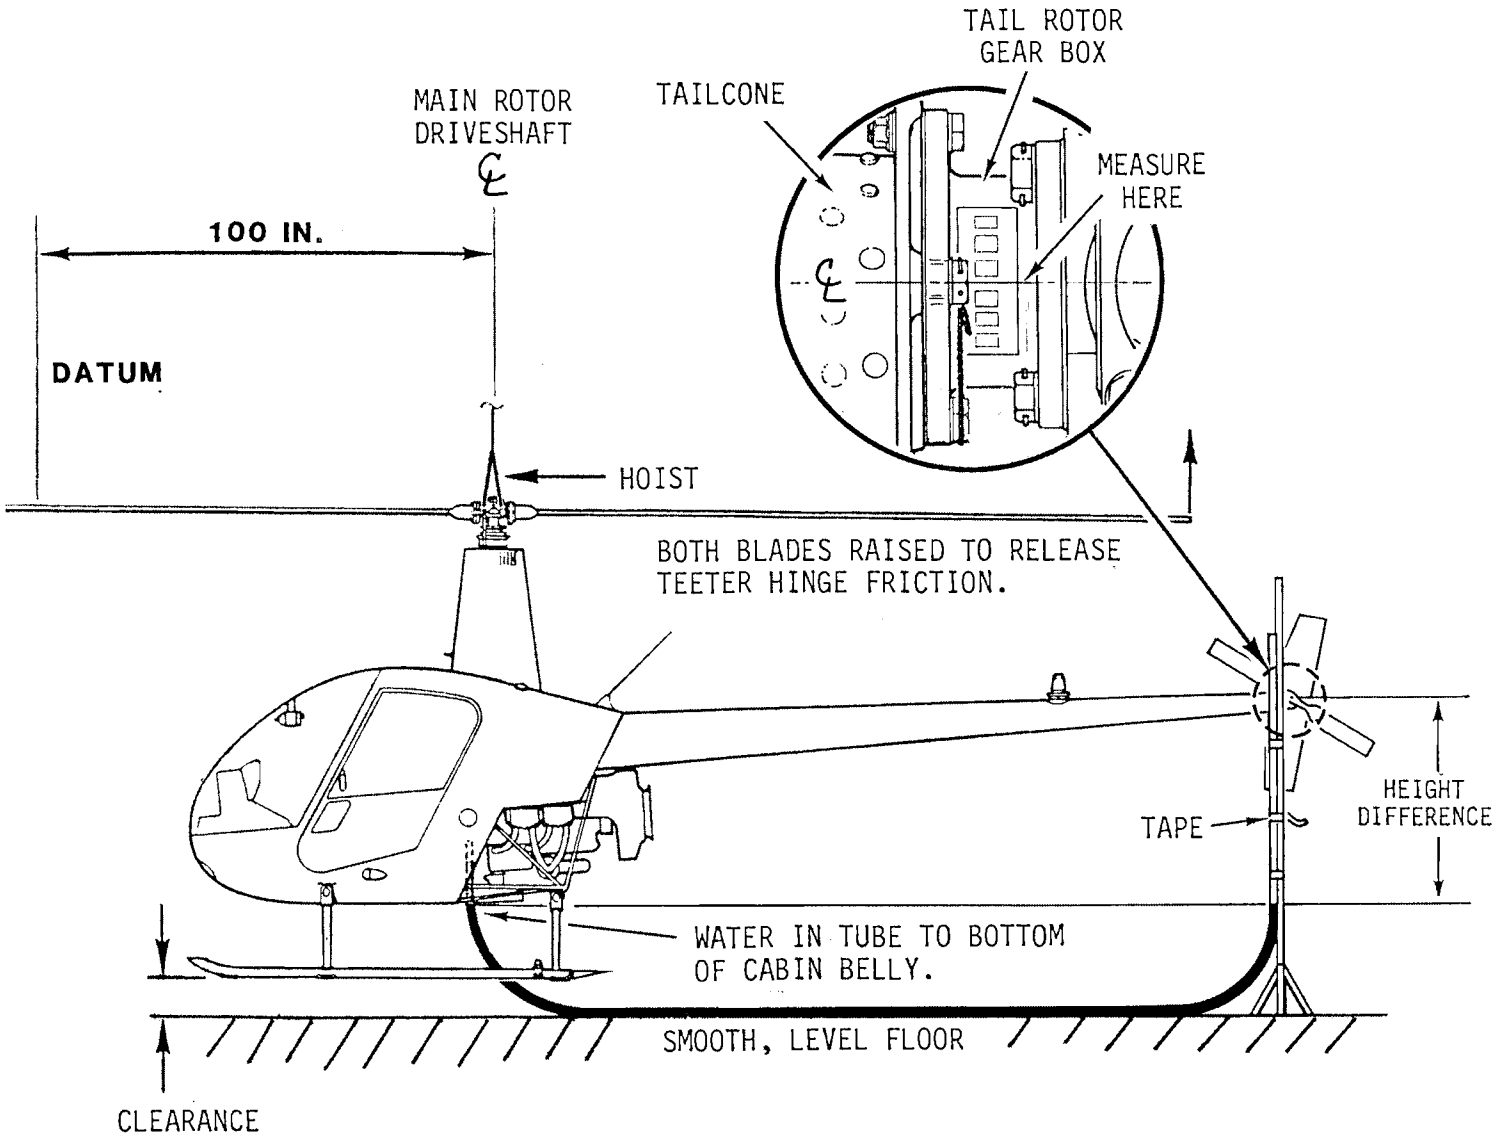

FIGURE 1-8 CG DETERMINATION
4. Refer to Figure 1-8. With aircraft hanging freely and steady, use a water level and measure difference in vertical height between tail rotor gearbox centerline and cabin belly at vertical firewall. Ensure no air bubbles in water level tube.